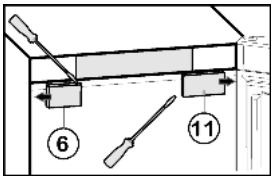

Fig. 5
▶ Установите крышку *Fig. 5 (6)* снаружи со стороны шарнира с поворотом на 180° и защелкните ее.
▶ Установите крышку *Fig. 5 (11)* снаружи со стороны шарнира с поворотом на 180° и защелкните ее.